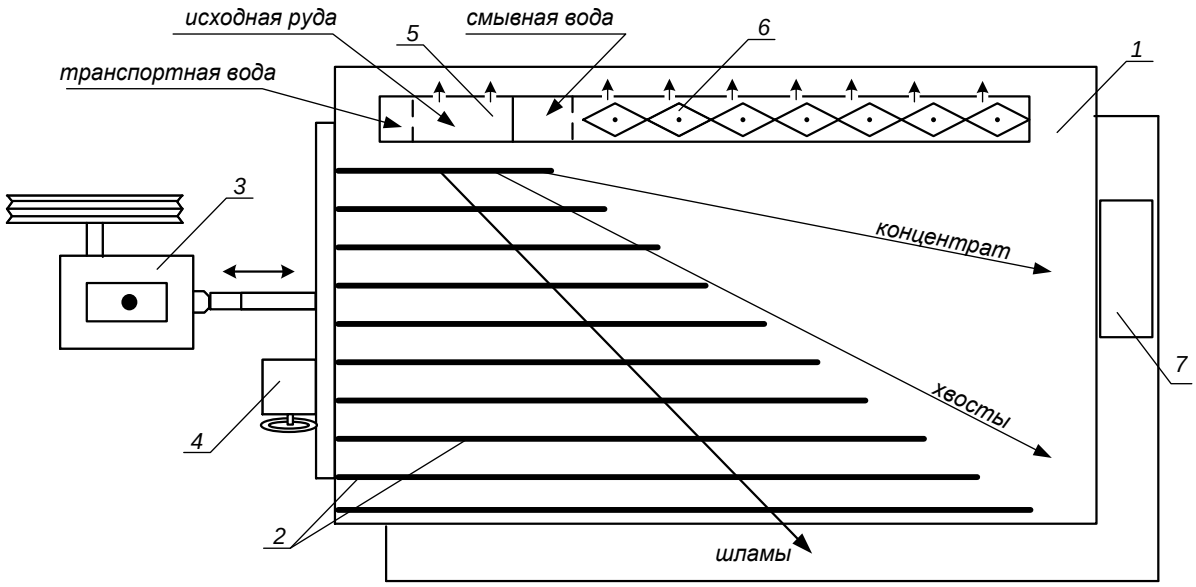

Рисунок 5.1 – Схема концентрационного стола
Стол (рисунок 5.1) состоит из деки 1 с рифлями 2, привода деки 3, механизма изменения угла наклона деки 4, питающего жёлоба 5, жёлоба для подачи смывной воды 6.
4. Настроить процесс разделения. Для этого в приёмный жёлоб загрузить несколько совков исходной руды, которая смывается водой на деку стола. Наблюдая за образованием веера частиц на деке стола, продолжать периодически загружать руду в приемный жёлоб. Отрегулировать ширину и чёткость веера частиц изменением расхода смывной воды и изменением угла наклона деки с помощью штурвала механизма 4 (рисунок 5.1). При получении чёткого веера частиц на деке стола регулирование стола прекратить.